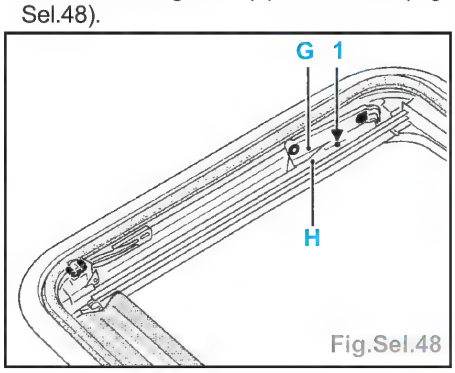

Fig.Sel.48
- Avant de positionner correctement le moteur en position «point zéro», actionner manuellement le moteur de toit ouvrant à l'aide d'une clé 6 pans de 4 mm, afin de déplacer les chariots (G) au niveau des trous d'indexage en (1) sur le rail (Fig. Sel.48).